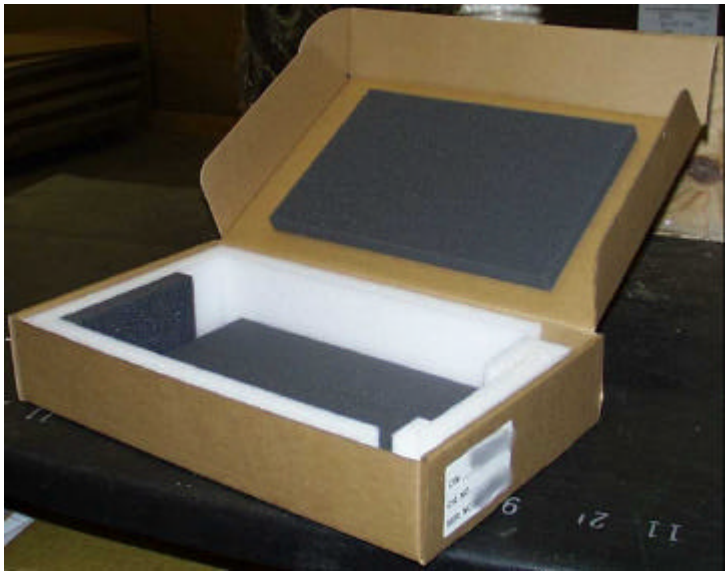

Figure 1: Empty power amplifier segment box.
1. Start with an empty power amplifier segment box, shown in Figure 1. If you don't have one please inform Comwave customer service when you contact them for a return authorization (RA) number, which you MUST do prior to returning ANY equipment.